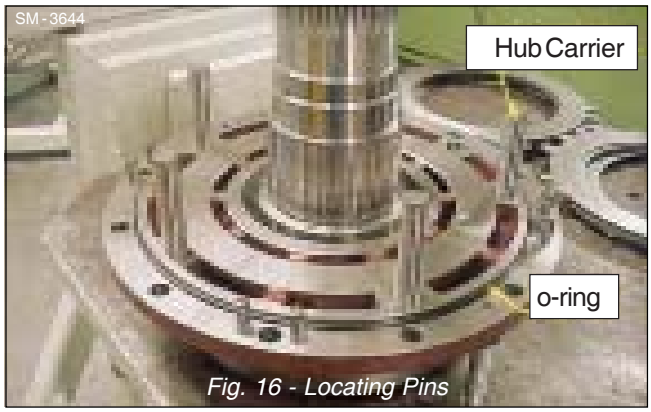

Fig. 16 - Locating Pins
10. Fit o-ring (38) then locate pins (35) and dowel pins (55) into mating holes on the hub carrier (50). Refer to Fig. 16.